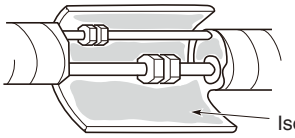
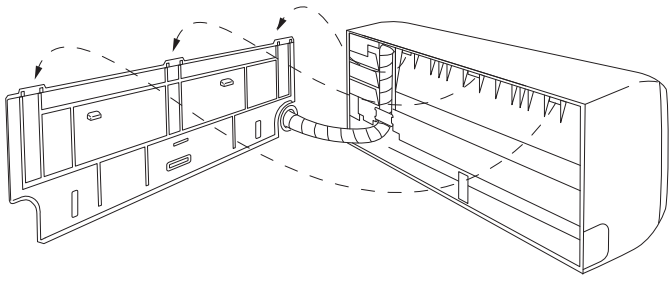

Fig. 3-26
Fig. 3-25
(2) Passer le câblage, la tuyauterie de réfrigérant et le tuyau de vidange par le trou du mur. Ajuster l'unité intérieure de manière qu'elle soit solidement positionnée sur le panneau arrière. (Fig. 3-25)
(3) Plier soigneusement la tuyauterie (si besoin) pour l'acheminer le long du mur vers l'unité extérieure et utiliser du ruban adhésif jusqu'au raccordement. Le tuyau de vidange doit descendre le long du mur jusqu'au point où l'eau ne tachera pas le mur.
(4) Connecter la tuyauterie de réfrigérant à l'unité extérieure. (Après avoir effectué un test de fuite sur la pièce de connexion, l'isoler avec l'isolation de la tuyauterie. (Fig. 3-26)).